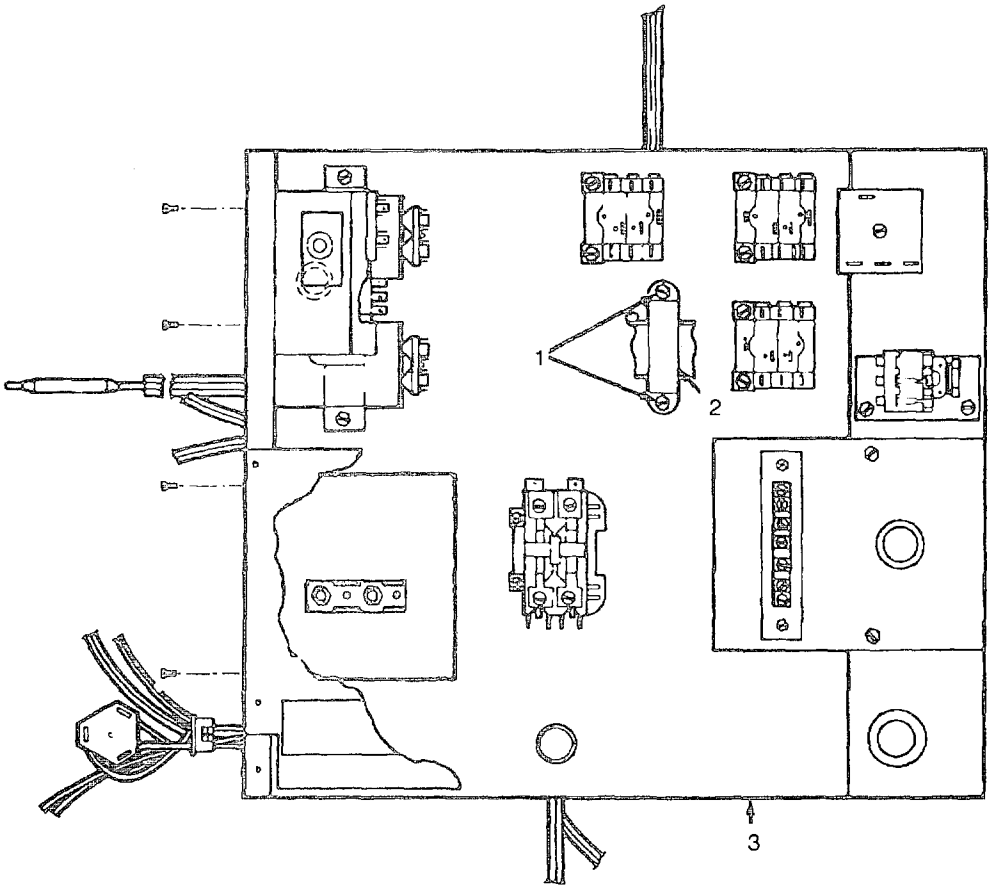

Figure 4-27. Low Voltage Transformer
(1) Check the two screws (1, Figure 4-27) attaching the low voltage transformer relay (2) to the control box (3). Tighten if required.
(2) Install the control box cover. See para 4-23.
(3) Install both front door assemblies. See para 4-17.
(1) Check the low voltage transformer (2, Figure 4-27) with a multimeter. Replace if the multimeter shows an open circuit..
(1) Tag and disconnect all wires to the low voltage transformer. See Figure 4-27).
(2) Remove the two screws (1) from the low voltage transformer (2) and pull the low voltage transformer out of the control box (3).
(1) Install the low voltage transformer (2, Figure 4-27) In the control box (3) with the two screws (1).
(2) Connect the wires as tagged and remove the tags.
(3) Install the control box cover. See para 4-23.
(4) Install both front door assemblies. See para 4-17.